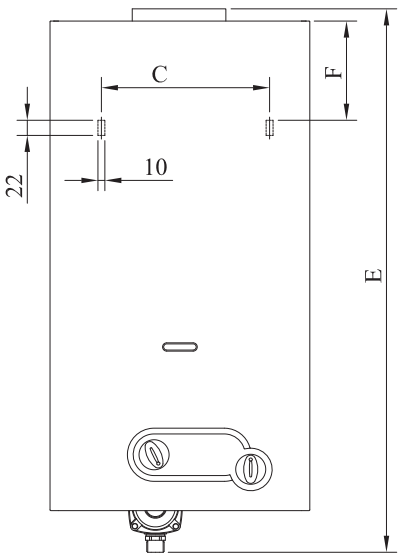

Рис. 4
- На рис. 4 приведены установочные размеры для крепления водонагревателя к стене.